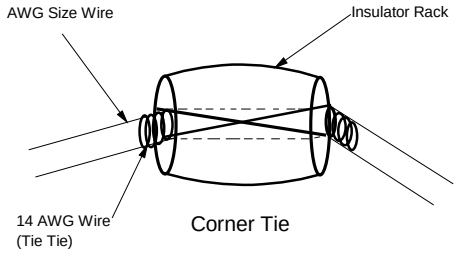

Fig 1-4 Corner Tie
a. A corner tie is used for supporting the conductor when support is needed at direction changes. Ex: If you are running your conductor from your bus bar up to a insulator rack on a pole and you have to continue to another pole, a corner tie would be needed to support the conductor at the insulator rack. This gives the conductor support from moving around and possibly causing damage. Corner ties are used in the same manner as the side tie with exception of it being a corner as shown in figure 1-4.
b. Corner ties are used with a small piece of #14 AWG wire about 6-8 inches long too. You also run two wires through the insulator rack wrapping the wires around the insulator rack once pulling firmly. Once the wires are around the insulator rack, you wrap the extra wire around the conductor that is running through the insulator rack. Make sure that you make several wraps around the conductor that is running through the insulator as shown in figure 1-4. This will ensure a good firm hold.